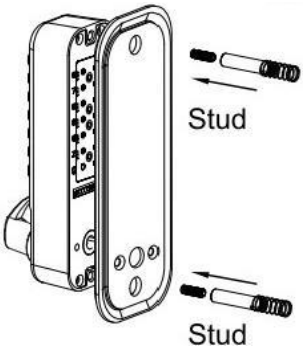

FIG7B
2)42~65mm thick door installation,first,insert the rubber pad into the panel. then,screw the black screws into the M5 screw holes of the lock.finally, screw the connecting rod into the black screws(as Fig 7B)